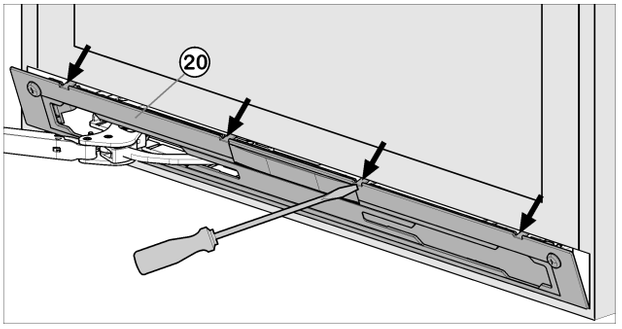

*Fig. 10*
▶ Desencaje el panel *Fig. 10 (20)* con el destornillador para tornillos de cabeza ranurada y retírelo.